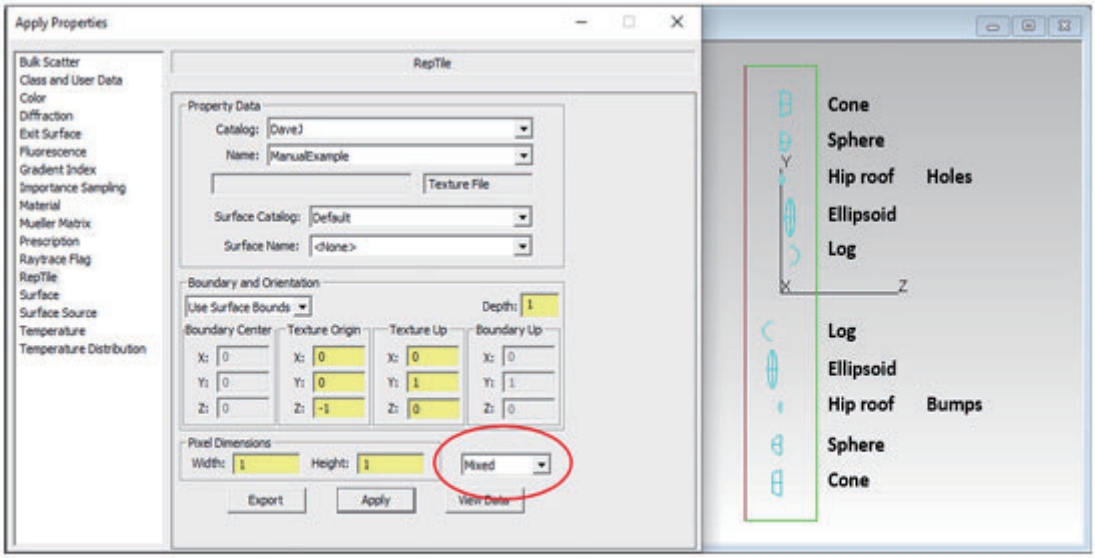

FIGURE 4.35 - Textured RepTile visualization showing the Mixed orientation for a RepTile property that originally contains Holes and Bumps.
- 図 4.35：特徴が混在しているため、向きはテクスチャファイルで指定された通りです。